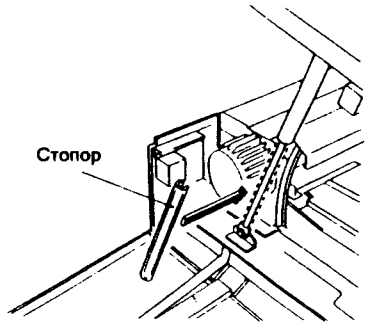

Рис. 1 NZM-0149
3. (Рис. 1): Установите стопор под переднюю пневматическую пружину.